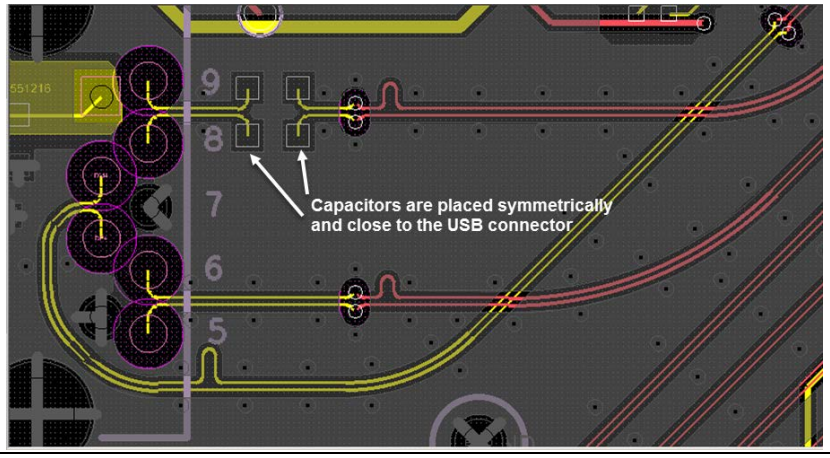

**Figure 45 SuperSpeed USB 10Gbps Tx ラインの AC カップリングコンデンサ**
- SuperSpeed USB 10Gbps/SuperSpeed USB トレースでは、(Figure 45 に示すように US ポートと DS ポートで) Tx ライン上に追加の AC カップリングコンデンサ (0.1 µF) が必要です。US ポートと DS ポートの場合は、これらのコンデンサを対称的にコネクタの近くに配置します。